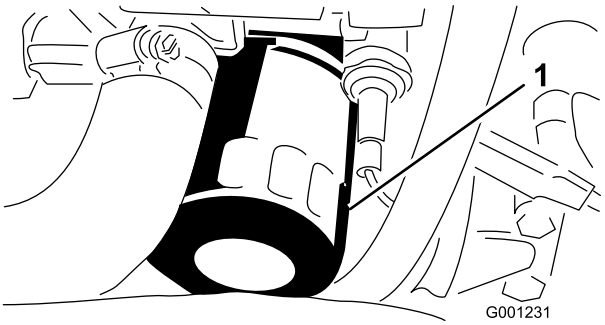

Figur 53
6. Ta ut og skift oljefilteret (Figur 53).